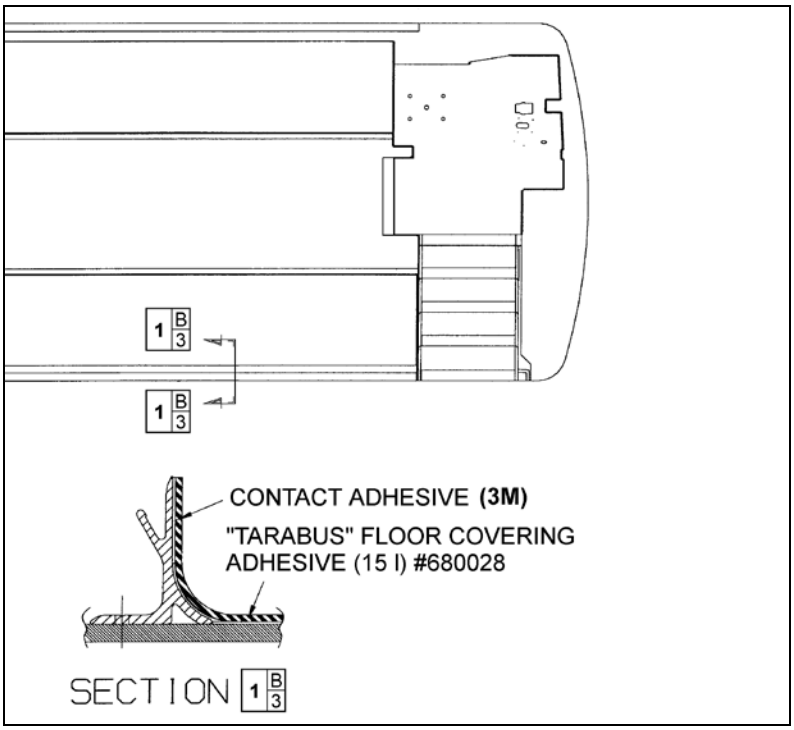

**FIGURE 80: TARABUS FLOOR COVERING ADHESIVE APPLICATION** 18640
6. Apply floor covering adhesive (680028) onto plywood using a serrated spreader with 1/8-inch serration. If required, apply contact adhesive (3M) (684655 or 684654) onto aluminum molding and also onto section of floor covering, which will be in contact with molding (refer to Figure 80).